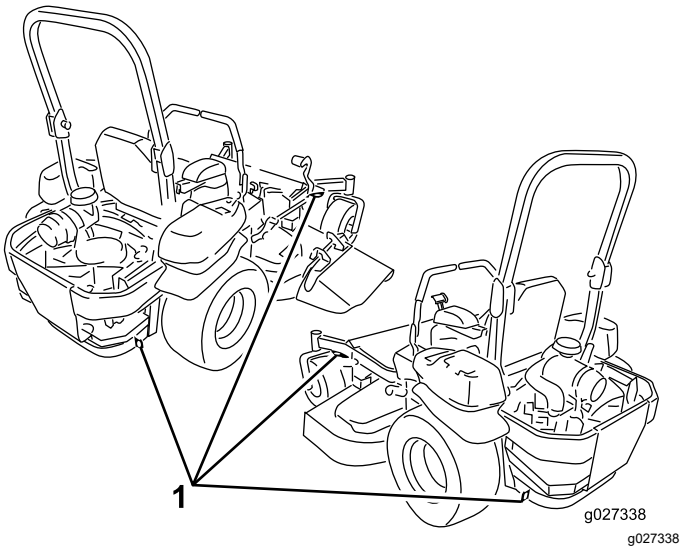

Figur 43
6. Fastgør maskinen i nærheden af de forreste styrehjul og den bageste kofanger med remme, kæder, kabler eller reb (Figur 43). Der henvises til de lokale regler for bindepunkter.